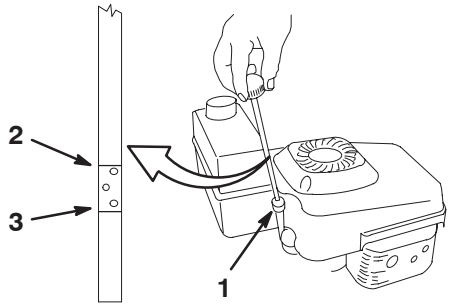

**Figur 10**
6. Läs av nivån på oljestickan (figur 10).